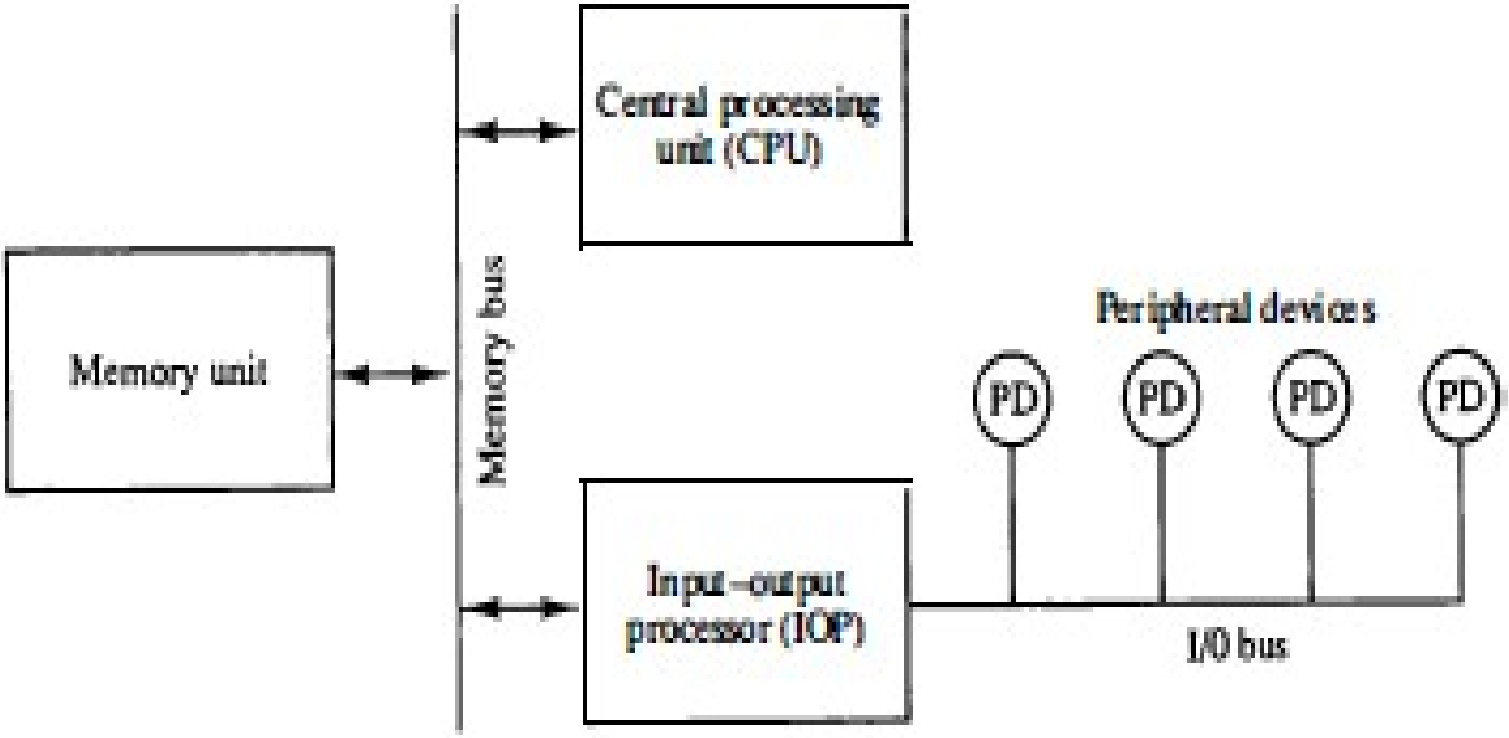

Figure 11-19 Block diagram of a computer with I/O processor.
- » 1) Use two separate buses, one for memory and the other for I/O : ***Fig. 11-19***, p. 421